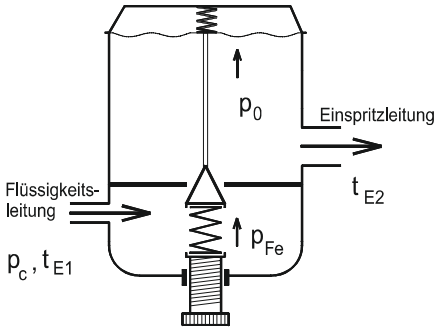

Abb. 1.2 Automatisches Expansionsventil (AEV)
7. Abbildung 1.2 zeigt ein *Automatisches Expansionsventil* (AEV). Welche Betriebskenngröße wird durch ein AEV geregelt? Wie verhält es sich bei Betrieb (Anlage läuft), wie im Stillstand?